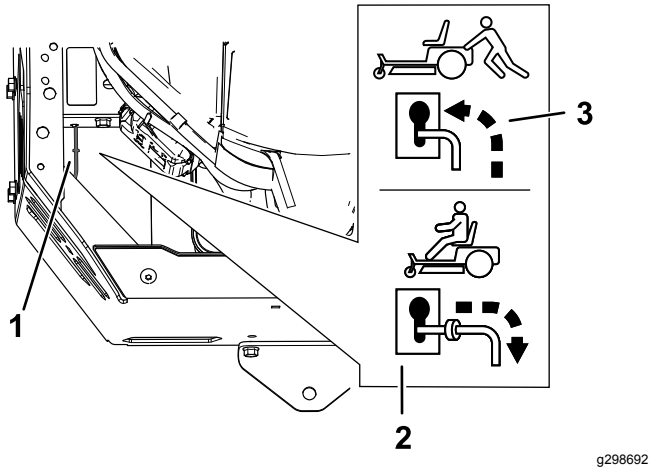

Figur 37
4. Flyt omløbshåndtagene fremad gennem nøglehullet og nedad for at låse dem på plads (Figur 37).
Flyt omløbshåndtagene bagud gennem nøglehullet og nedad for at låse dem på plads som vist i Figur 37.